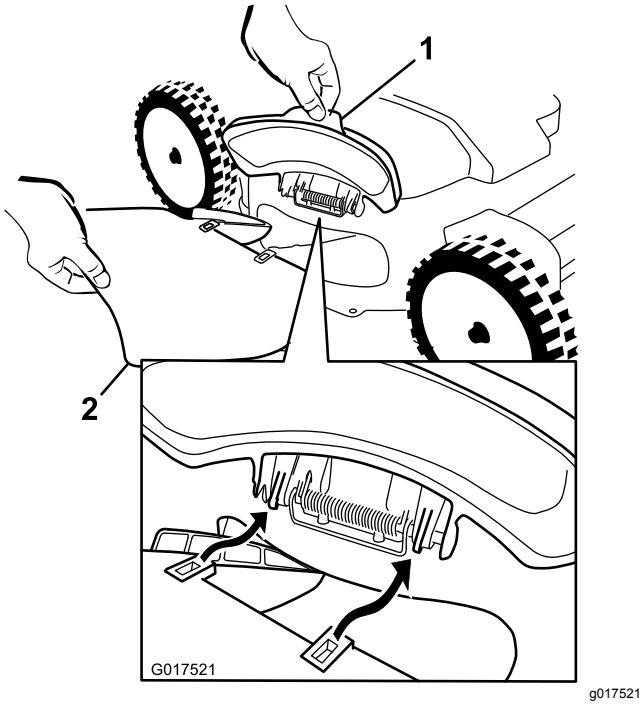
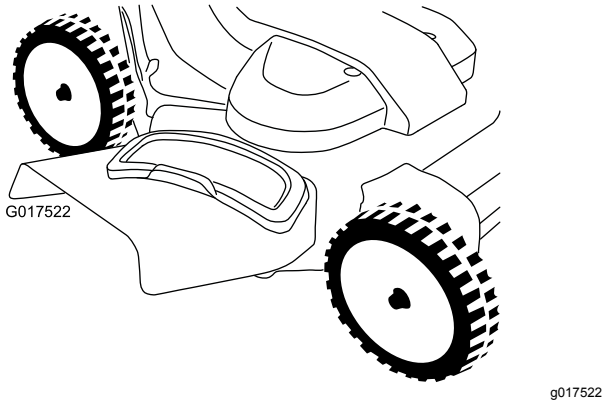

Figuur 28
Figuur 29
1. Zet het deurtje van de zijafvoer open (Figuur 28).
2. Monteer de zijafvoergeleider zoals getoond in Figuur 28 en Figuur 29, en sluit de klep van het kanaal.